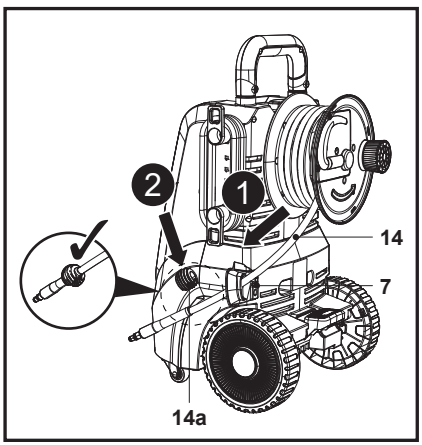

Fig. 4
2. Guie a mangueira de pressão (14) através do guia da mangueira (7) e, em seguida, fixe o anel de fixação (14a) na ponta (Fig. 4, passos 1, 2).